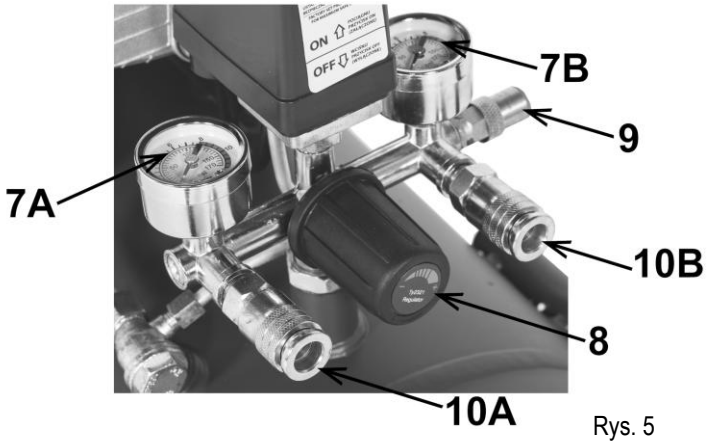

Rys. 5
Obsługa kompresora nie powinna sprawić trudności nawet mniej doświadczonemu majsterkowiczowi. Jedyna regulacja, która może być potrzebna, to regulacja ciśnienia roboczego, którą dokonuje się za pomocą pokrętła **8 (Rys. 5)**.
Kompresor zaopatrzony jest w dwa manometry. Manometr **7B (Rys. 5)** wskazuje aktualne ciśnienie w zbiorniku. Podłączenie osprzętu pod króciec **10B (Rys. 5)** znajdujący się pod tym manometrem będzie oznaczało pracę z pełnym wydatkiem przepływu powietrza, jaki zapewnia maksymalne ciśnienie w zbiorniku.
Manometr **7A (Rys. 5)** wskazuje ciśnienie robocze regulowane przez użytkownika za pomocą pokrętła **8 (Rys. 5)**. Obrót pokrętłem w kierunku przeciwnym do ruchu wskazówek zegara powoduje zmniejszenie ciśnienia na wyjściu **10A (Rys. 5)**, natomiast pokręcenie pokrętłem w kierunku zgodnym z ruchem wskazówek zegara powoduje wzrost ustawianego ciśnienia.
Gdy kompresor osiągnie maksymalne ciśnienie, przekręcić regulator ciśnienia **8 (Rys. 5)** tak, aby manometr **7A (Rys. 5)** wskazał wymagane ciśnienie robocze w zbiorniku. Aby utrzymać wymagane ciśnienie, należy unieruchomić pokrętło przy pomocy pierścienia znajdującego się pod pokrętłem **8 (Rys. 5)**.
Zawór bezpieczeństwa **9 (Rys. 5)** służy jako zabezpieczenie przed ewentualną awarią łącznika ciśnieniowego oraz przepuszcza powietrze, gdy wartość ciśnienia w zbiorniku przekroczy 8 barów, zmniejszając tym samym ciśnienie w zbiorniku. Zaworem tym można także szybko opróżnić zbiornik z powietrza przy wyłączonym kompresorze.
- Zredukuj ciśnienie w zbiorniku powietrza poprzez pociągnięcie zaworu bezpieczeństwa **9 (Rys. 5)**, a następnie pozostaw kompresor do ostygnięcia.